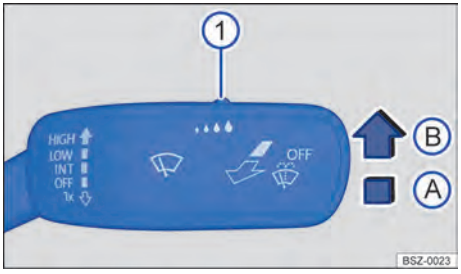

**Fig. 82** En el lado derecho de la columna de dirección: palanca del limpiaparabrisas.
1. Presione la palanca hasta la posición deseada → fig. 82.
La sensibilidad del sensor de lluvia y de luz puede ajustarse manualmente con el mando situado en la palanca del limpiaparabrisas → fig. 82 ① → ⚠.